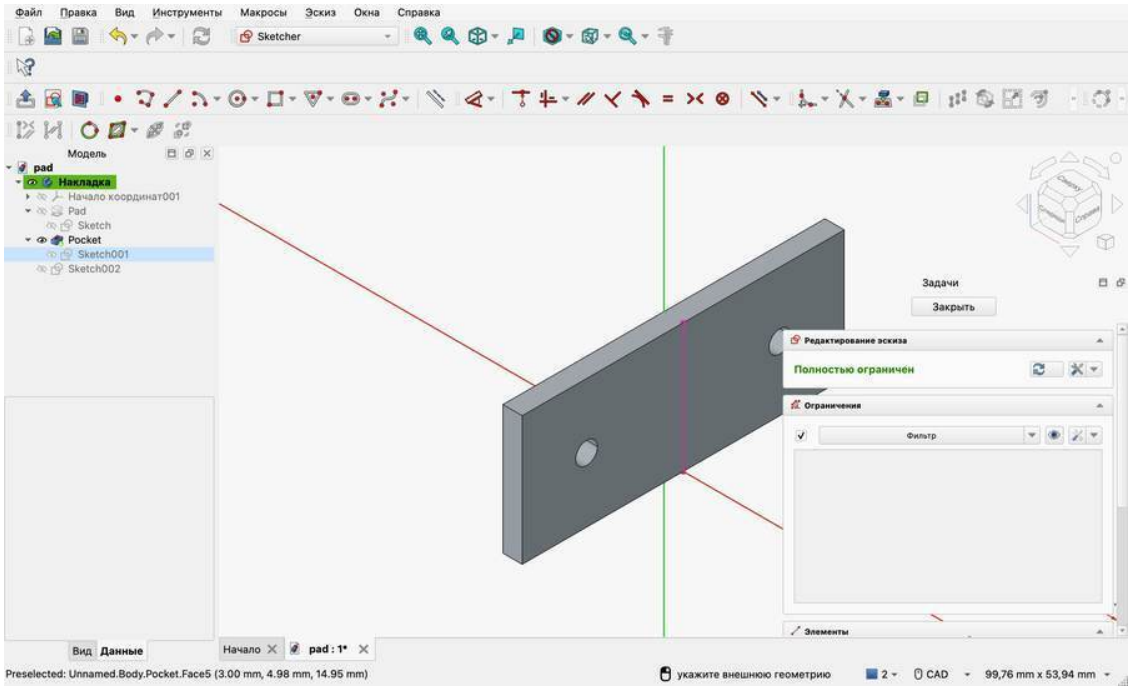

Рис. 6.7 — Пересечение: след большой грани на плоскости эскиза
• G, I и щелчок по большой грани дают один отрезок: след грани на плоскости эскиза (рис. 6.7).